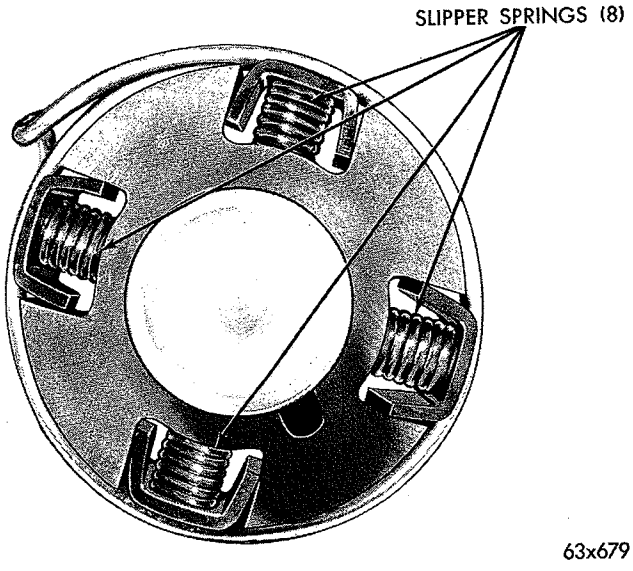

*Fig. 16—Slippers and Springs Installed in Rotor*
(10) Inspect springs to make sure they are in pockets and in upright position under slipper (Fig. 16). Cocked springs will not right themselves, but will break in use.